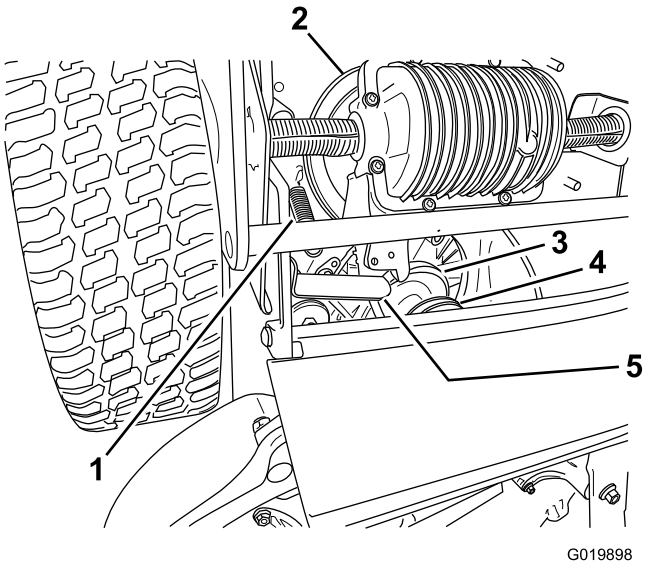

Figura 37
8. Mueva la pestaña hacia delante (Figura 37).